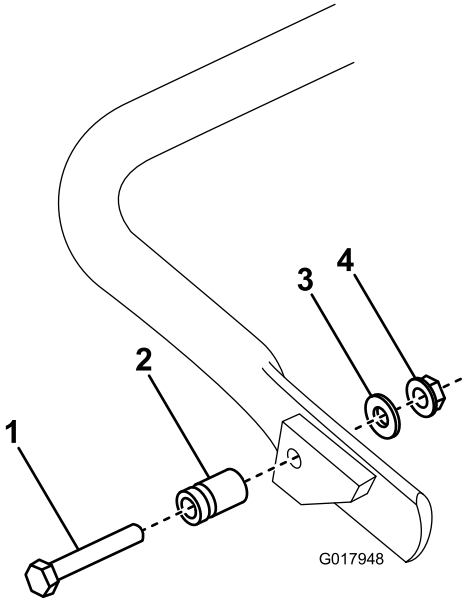

Figur 5
1. **Endast för GR1600.** Anslut fjädertappen på den högra sidan av stödet (Figur 5) med hjälp av skruven, brickan och flänsmuttern som medföljer.